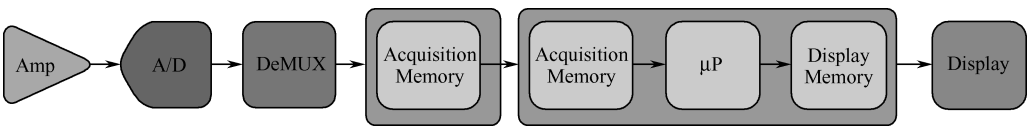
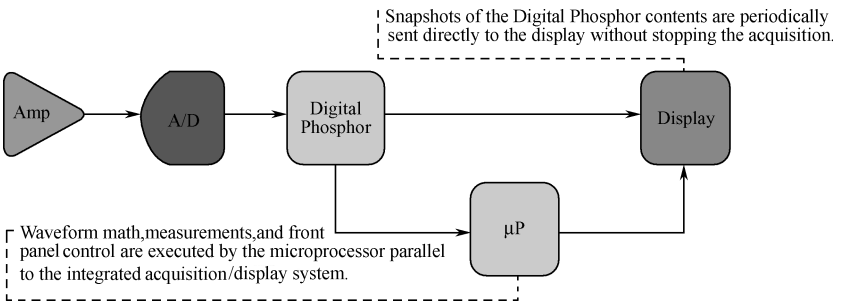

Figure 10.5 The serial-processing architecture of a digital storage oscilloscope (DSO)
Figure 10.6 The parallel-processing architecture of a digital phospor oscilloscope (DPO)
- **Digital Phosphor Oscilloscopes.** The digital phosphor oscilloscope (DPO) offers a new approach to oscilloscope architecture. This architecture enables a DPO to deliver unique acquisition and display capabilities to accurately reconstruct a signal. While a DSO uses a serial-processing architecture (see Figure 10.5) to capture, display and analyze signals, a DPO employs a parallel-processing architecture to perform these functions, as shown in Figure 10.6. The DPO architecture dedicates unique ASIC hardware to acquire waveform images, delivering high waveform capture rates that result in a higher level of signal visualization. This performance increases the probability of witnessing transient events that occur in digital systems, such as runt pulses, glitches and transition errors.